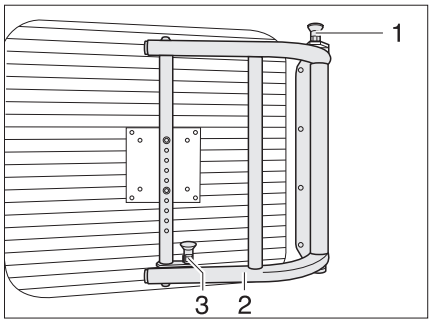

Fig. 60 Swivel arm for flat screen
- Pull up the release knobs (Fig. 60,1 and 3) to unlock the swivel arm.
- Swivel the flat screen with the holder (Fig. 60,2) into the desired position.